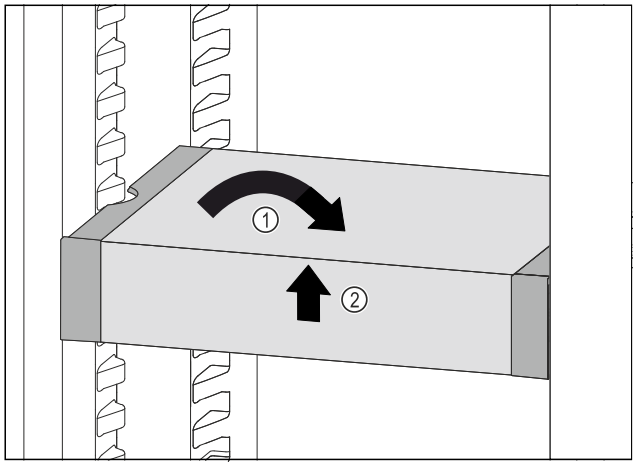

Fig. 130
▶ VarioSafe gerade stellen. *Fig. 130 (1)*
▶ VarioSafe vorne anheben. *Fig. 130 (2)*